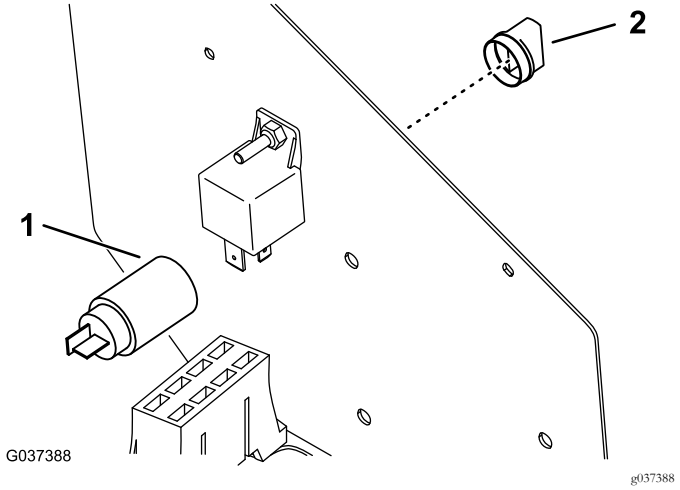

Figure 11
7. Retirez le cache du côté du panneau de commande (Figure 11).